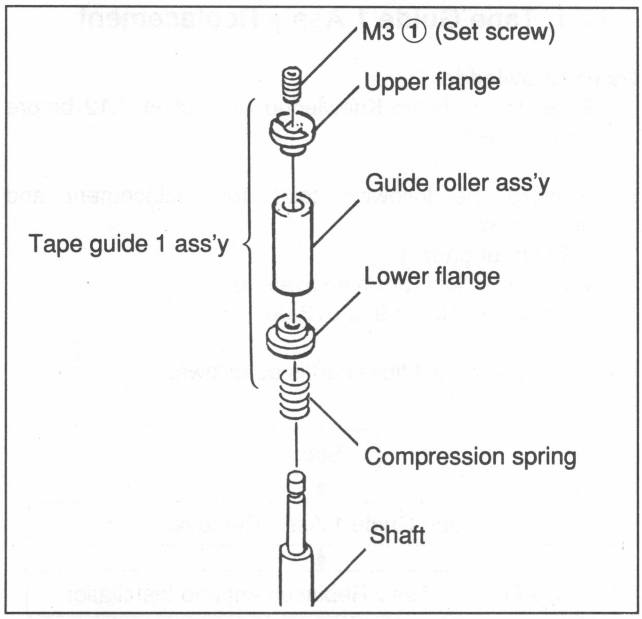

Fig.7-12-2 Tape Guide 1 Ass'y
1. Tape Guide 1 Ass'y Removal (Fig. 7-12-2)